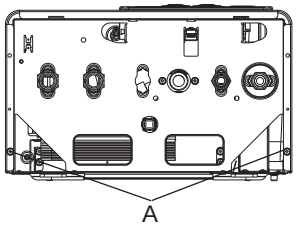

fig. 4.1
- rimuovere il mantello svitando le viti di fissaggio A (fig. 4.1)